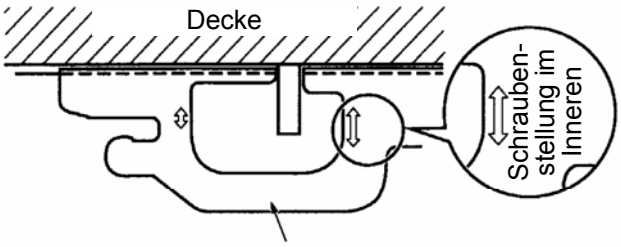

Abb. 3
- Überprüfen Sie, ob sich das ausragende Ende der Einhängeschraube in den mit Pfeilen gekennzeichneten Grenzen befindet. Ist es außerhalb der gekennzeichneten Lage, Befestigung der Halterung der Einhängevorrichtung anpassen (siehe Abb. 3).